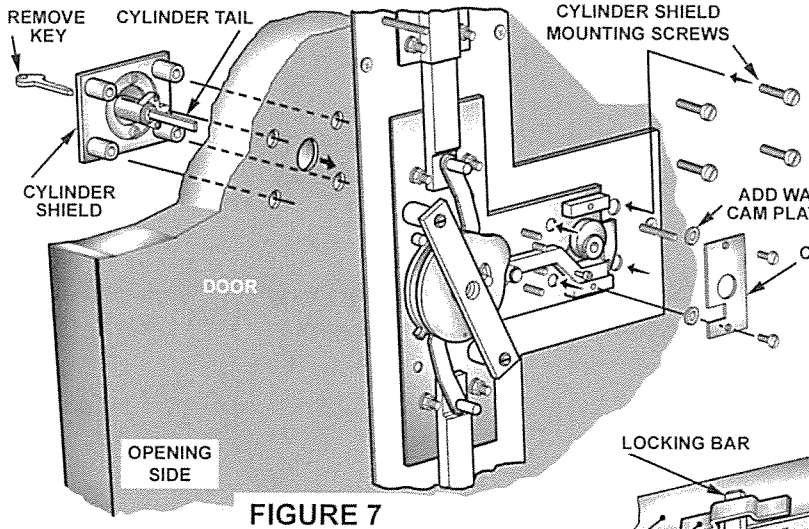

FIGURE 7
8. Fit Cylinder Shield Assembly to door using screws provided. Fix through lock body. (Fig. 7)